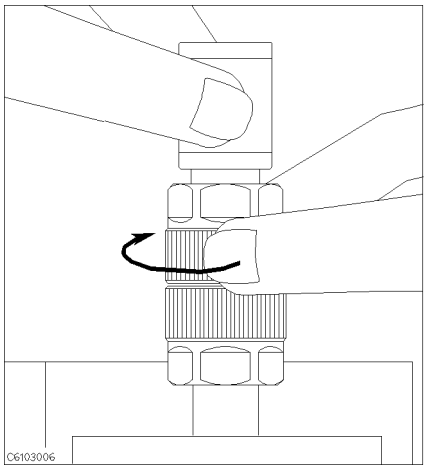

Figure 4-11.
13. Connect the 50 Ω termination on the APC-7® connector as shown in Figure 4-11.